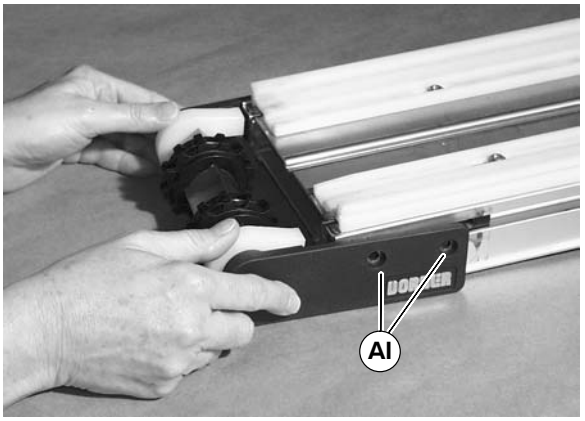

Figure 45
4. Slide remaining head plate on to end of spindle and tighten fastening screws (AI of Figure 45) to 7 N-M.